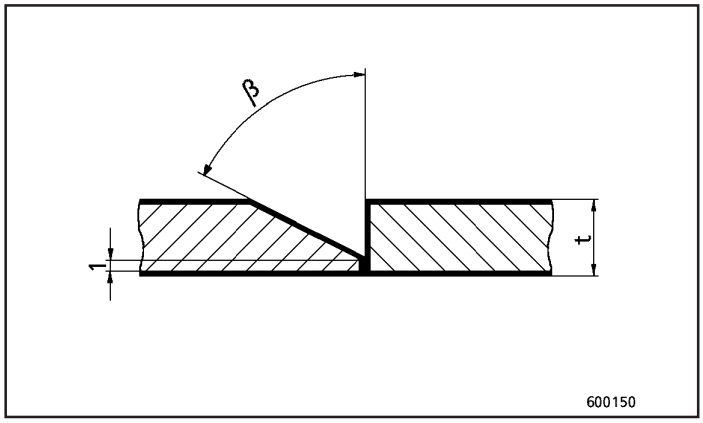

Fig.41
- Solda de topo em cunha simples (Fig. 41)